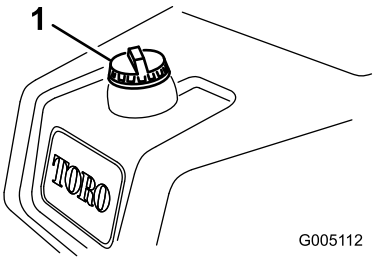

Figuur 26
1. Reinig de omgeving van de tankdop en verwijder deze (Figuur 26).